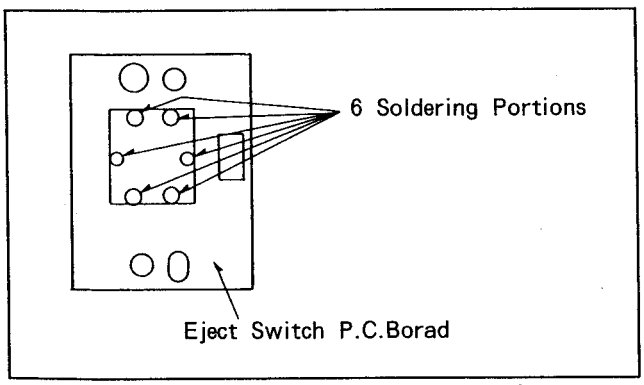

Fig. 6-19-3 Eject Switch Removal
3. Unsolder the 6 soldering portions as shown in Figure 6-19-3.